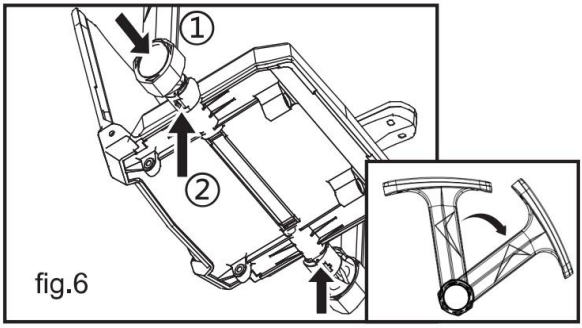

fig.6
* ① quindi aprire il blocco del bracciolo sotto il sedile, inserire i braccioli sinistro e destro nel tubo del bracciolo e ② bloccarlo. (fig. 6), il bracciolo può essere regolato in base a se stesso